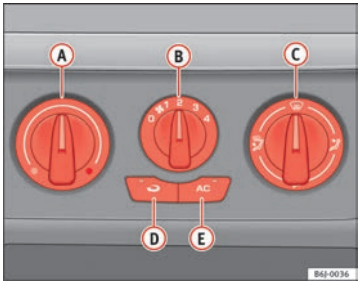

Fig. 93 Air conditioning controls on the dash panel
– Using the controls ⇒ Fig. 93 (A) and (C) and with the switch (B) you can adjust the temperature, the air distribution and the blower speed.
– To switch a function on or off, press the appropriate button (D) or (E). When the function is activated, a red warning light on the button is turned on.
– Close outlets (3)
– Open and turn outlets (4) towards side windows.